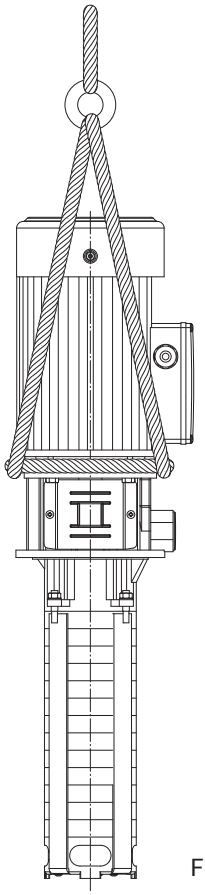

Fig.2
**8.** Please lift or move the pump by hoist as shown in Fig 2 below.